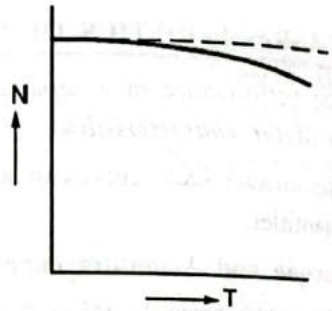

FIG. 4.39(b) : SPEED TORQUE OF SEPARATELY EXCITED D.C. MOTOR
- Fig. 4.39(a) shows the speed-current and Fig. 4.39(b) shows the speed-torque characteristic of separately excited d.c. motor.